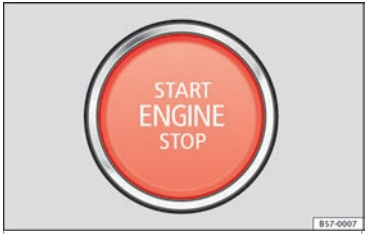

Fig. 149 In the lower part of the centre console: starter button.
3.	Briefly press the starter button ››› Fig. 149 without pressing the accelerator. For the engine to start there must be a valid key in the vehicle. After starting the engine, the light of the START ENGINE STOP button changes to a fixed light indicating that the engine has started.
5.	Briefly press the start-up button ››› Fig. 149. The START ENGINE STOP button blinks again. If the engine fails to switch off, perform an emergency disconnect ››› page 159.